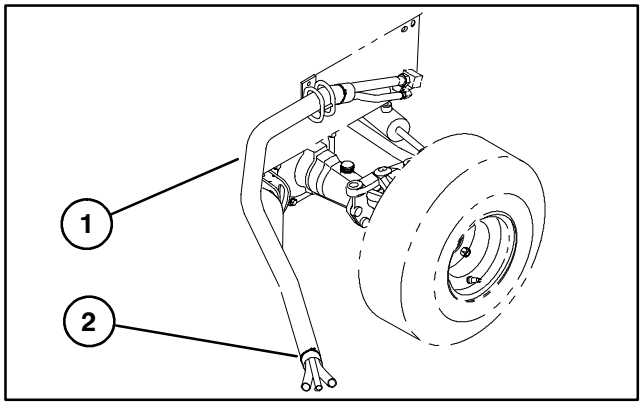

Figure 12
29. Slide a protective sleeve over hoses and secure with (2) cable ties (Fig. 12).